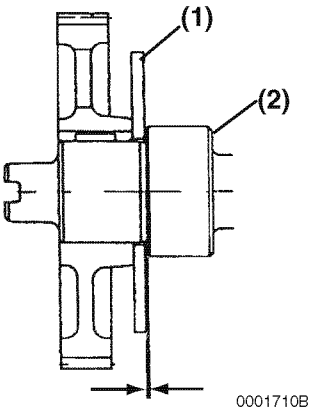

Figure 6-96
- **Method B:** Use a feeler gauge to measure the clearance between the thrust plate **(Figure 6-96, (1))** and front camshaft bearing **(Figure 6-96, (2))**. *See Thrust Bearing on page 6-15 for the service limit.*